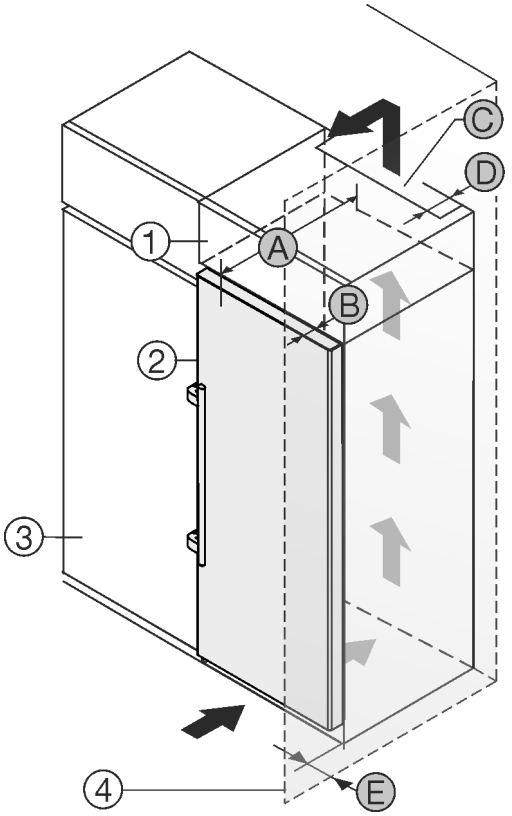

Fig. 2 *
Gerät direkt neben dem Küchenschrank *Fig. 2 (3)* aufstellen.*
An der Rückseite des Aufsatzschrankes muss ein Abluftschacht mit der Tiefe *Fig. 2 (D)* über die gesamte Aufsatzschrankbreite vorhanden sein.*
Unter der Raumdecke muss der Entlüftungsquerschnitt *Fig. 2 (C)* eingehalten werden.*
Wenn das Gerät mit den Scharnieren neben einer Wand *Fig. 2 (4)* aufgestellt wird, muss der Abstand zwischen Gerät und Wand mindestens 57 mm betragen. Dies entspricht dem Griffüberstand bei geöffneter Tür.*
Um die Türe vollständig öffnen zu können, muss Gerät um die Türtiefe *Fig. 2 (B)* gegenüber der Küchenschrankfront vorstehen. Abhängig von der Tiefe der Küchenschränke *Fig. 2 (3)* und Verwendung von Wandabstandshaltern kann das Gerät weiter herausragen.*